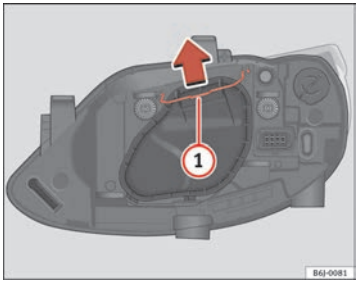

Fig. 140 Luz de cruce/carretera faro simple
– Desplace el tirante ⇒ página 227, fig. 140 (1) en el sentido de la flecha y saque la tapa.